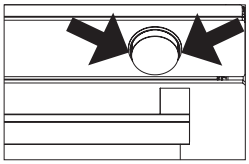
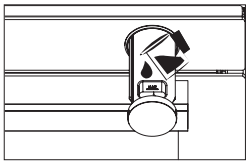
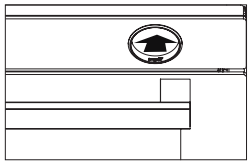

Figura 17
Figura 18
Figura 20
1. Remover o recipiente da água puxando o mesmo nos pontos indicados pela seta. Encher o recipiente da água (consultar a figura 17) e deslizar o mesmo na direção da seta para a posição de início para o colocar na posição (ver figura 18,19). Depois de 10 minutos de pré-aquecimento, deslizar o recipiente da máquina na direção da seta até ouvir um “clique” (ver figura 20).